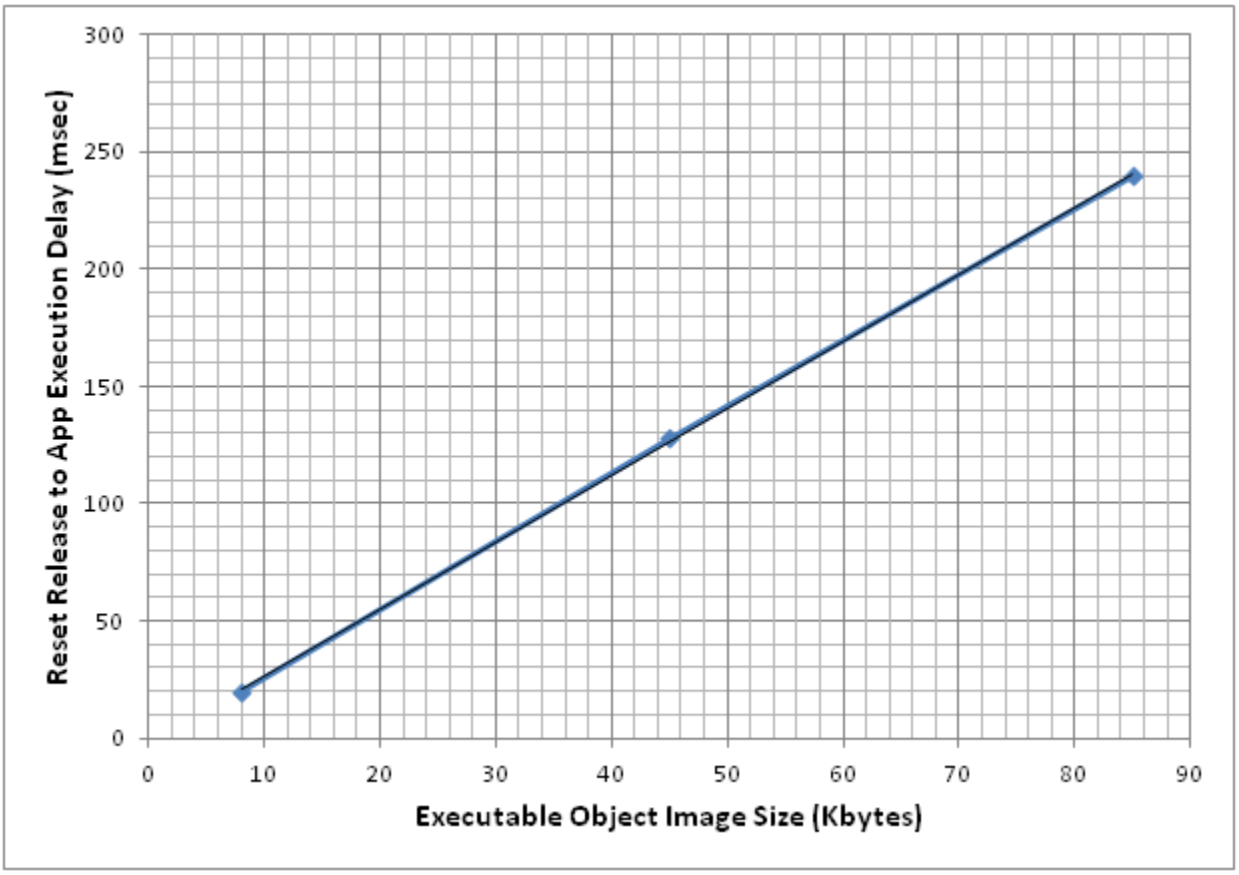

Figure 3-20. Reset Wakeup Delay vs. Executable Object Size
– Figure 3-20 shows wakeup delay versus object code size. The delay time increases because the boot code must move a bigger image from serial NVM to RAM